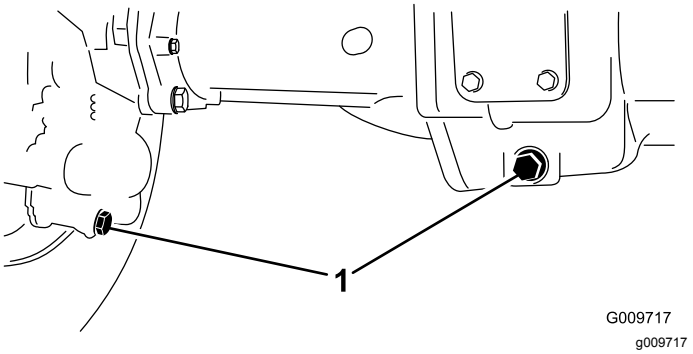

Figur 86
2. Rengjør områdene rundt de tre tappepluggene, én på hver ende og én i midten (Figur 86).